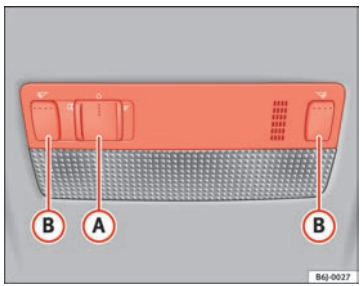

Fig. 62 Luz delantera de lectura
Pulse la tecla correspondiente (B) ⇒ fig. 62 para encender la luz de lectura.